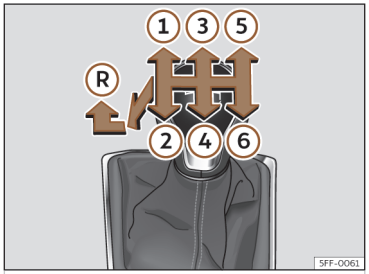

Fig. 115 Esquema de un cambio manual de 6 marchas.
En la palanca de cambios se indican las posiciones de las marchas ››› **fig. 115**.
- Con la palanca de cambios en punto muerto, presiónela hacia abajo, muévala a la izquierda hasta el final y después hacia delante para seleccionar la marcha atrás ››› **fig. 115** (R).